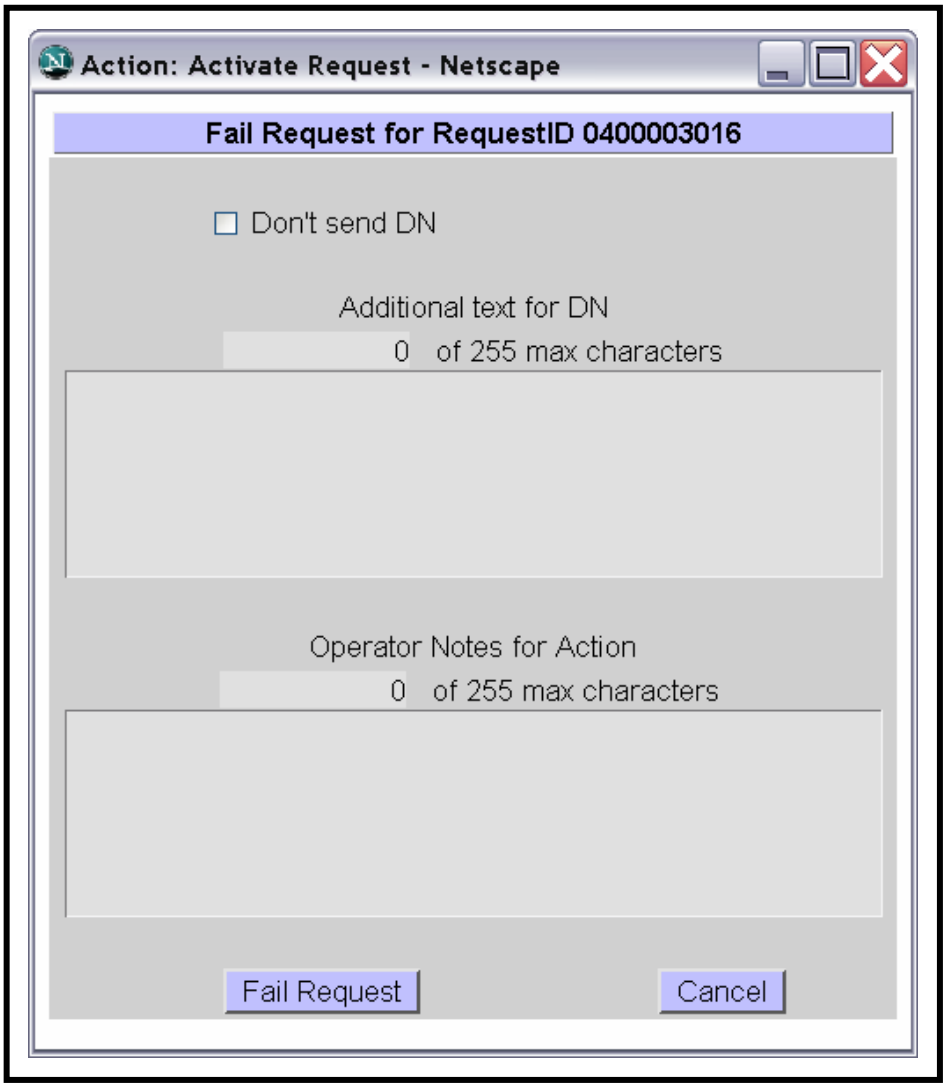

Figure 88. Fail Request Page
The **Fail Request** page (Figure 88) provides the full-capability operator with a means of manually failing PMD requests. In addition, the full-capability operator has the options of either entering additional text to be included in the distribution notice (DN) or specifying that no DN be sent. Furthermore, the full-capability operator has the option of annotating the action.
- A **Fail Request** dialogue box (Figure 88) is displayed.